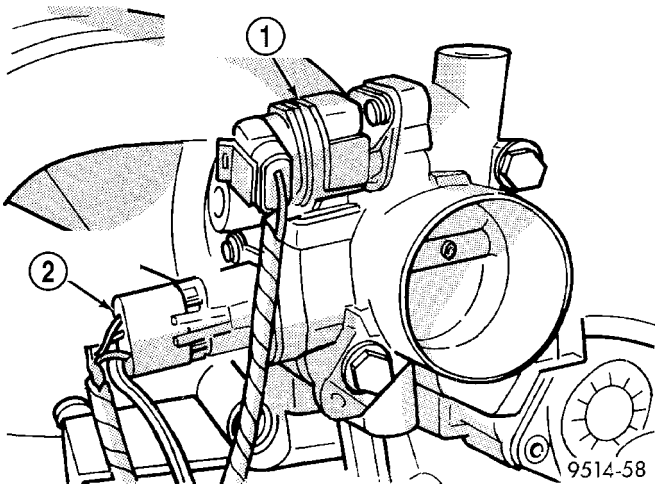

Fig. 108 Throttle Body Electrical Connectors - Typical
(3) Disconnect air intake tube at throttle body and remove upper air cleaner housing.
(4) Disconnect connector from throttle position sensor (TPS) (Fig. 108).
(5) Disconnect connector from idle air control (IAC) motor (Fig. 108).